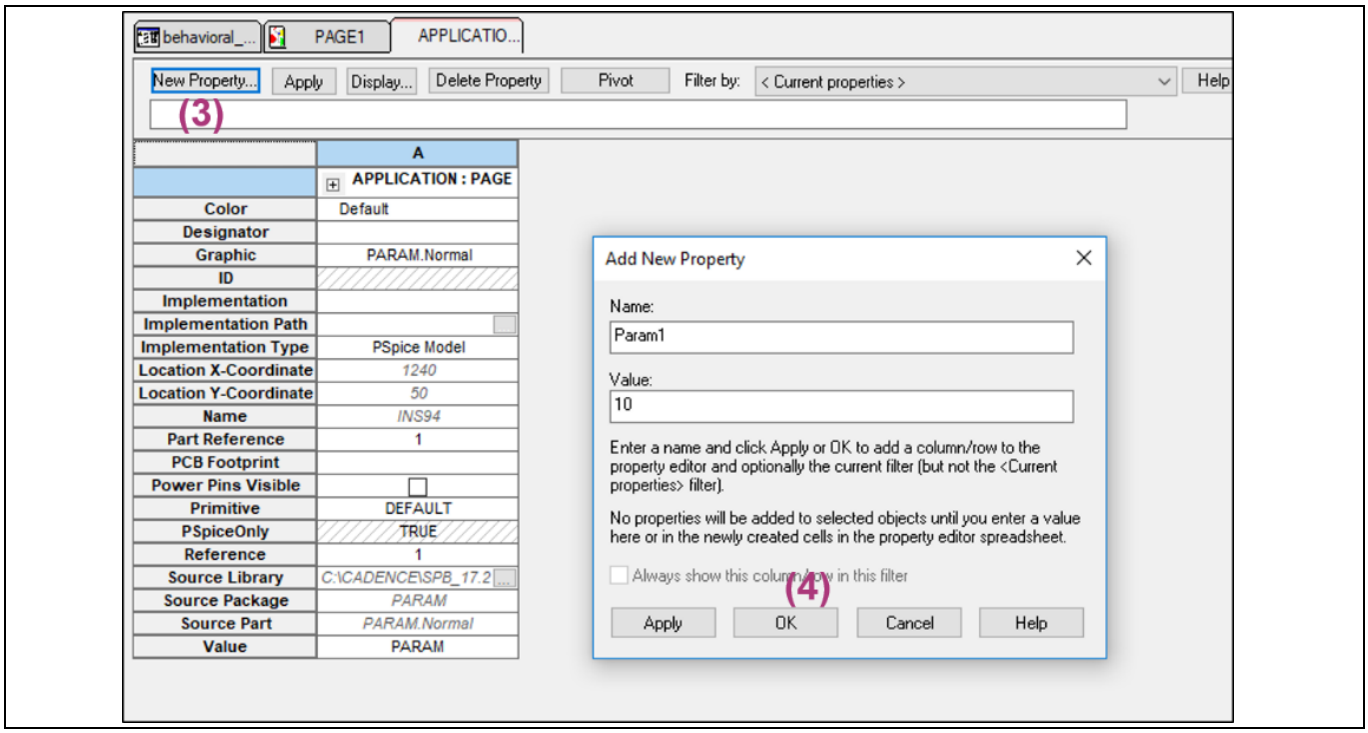

Figure 12 Add new parameter
- As shown in **Figure 12**, click **New Property** (3), type a **Name** and **Value** and press **OK** (4)